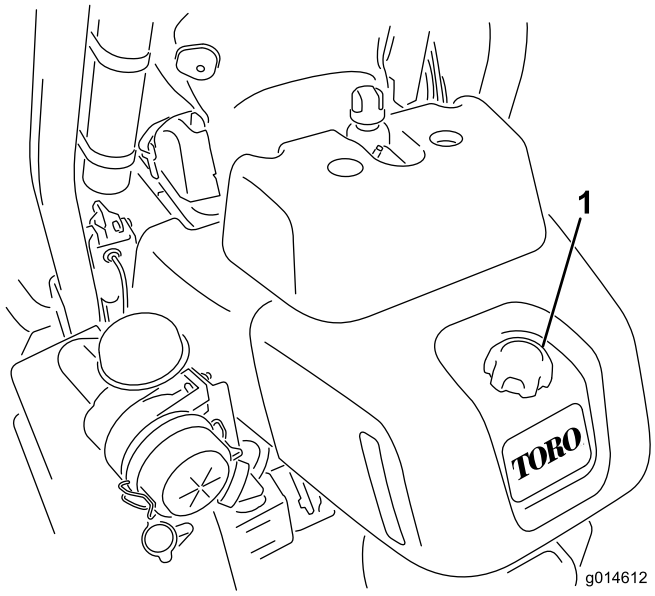

Figuur 26
1. Reinig het gebied rond de dop van de brandstoftank (Figuur 26).